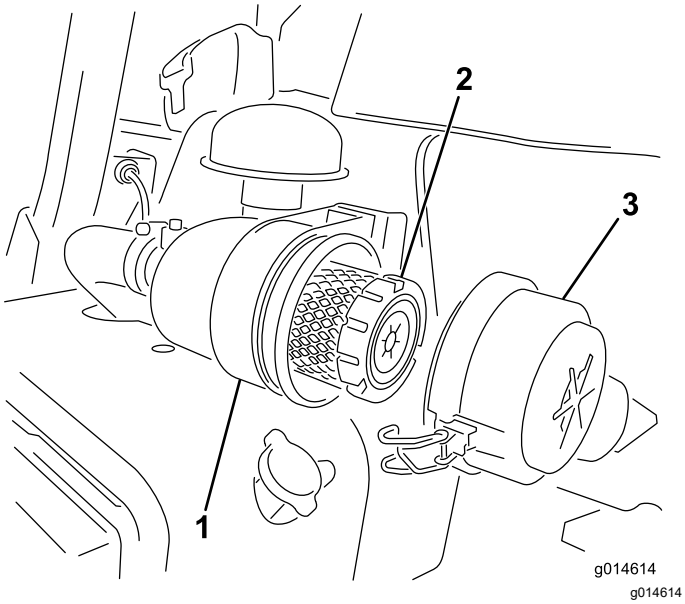

Figur 28
1. Lossa spärrhakarna som fäster luftrenarkåpan på luftrenarhuset (Figur 28).
7. Fäst spärrhakarna (Figur 28).